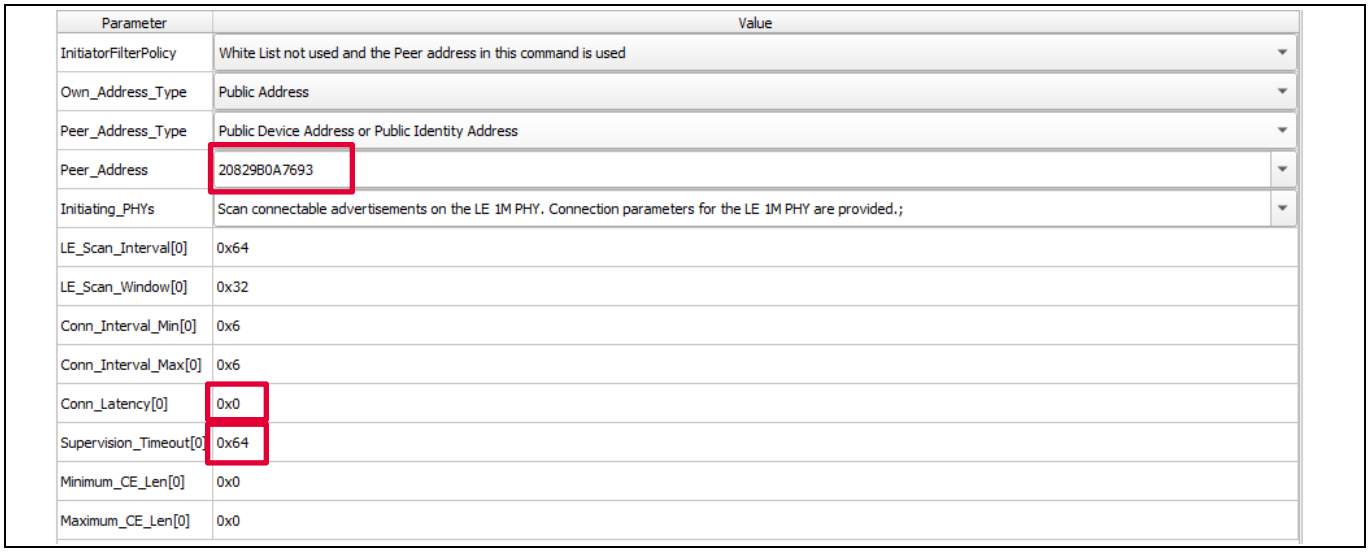

Figure 20 LE_Extended_Create_Connection command
- On the parameter pane on the right, configure the following parameters and then click **Send**. See Figure 20.